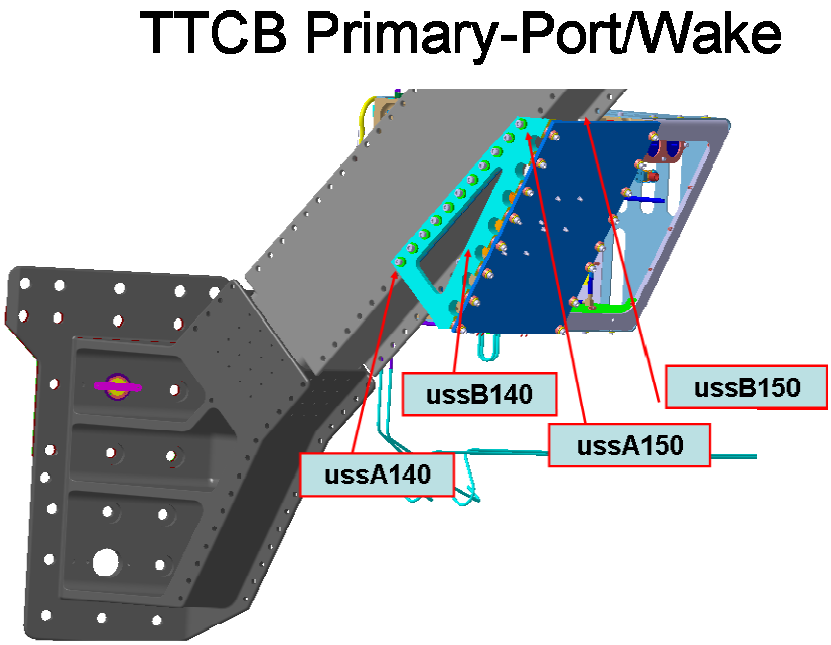

Figure 2: Primary TTCB location on USS
4.5.2 Install the indicated components as shown in the figure below (repeat Figure 2)